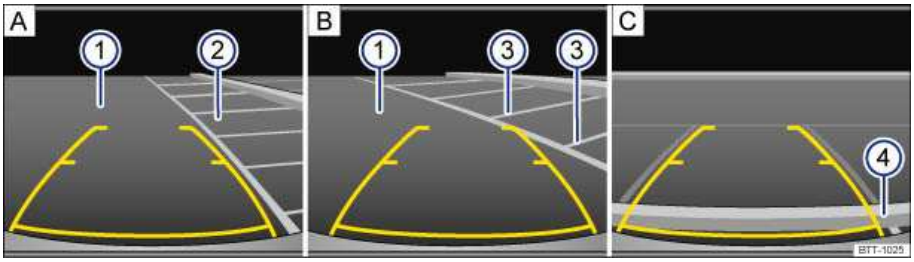

Fig. 133 On the screen: Static orientation lines for the parking space behind the vehicle.
Key to figure ⇒ fig. 133:
2.	Position the vehicle in front of the parking space (2) ⇒ fig. 133 **A**.
4.	Reverse slowly and steer the vehicle **B** so that the lateral yellow orientation lines lead into the parking space (2).